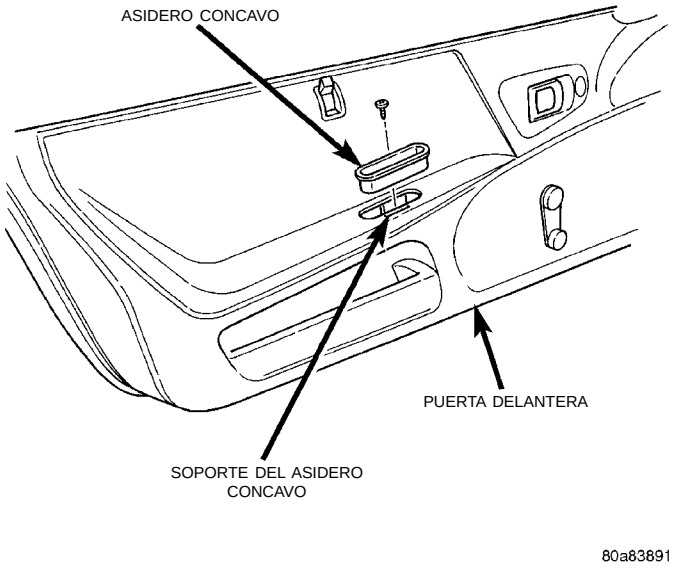
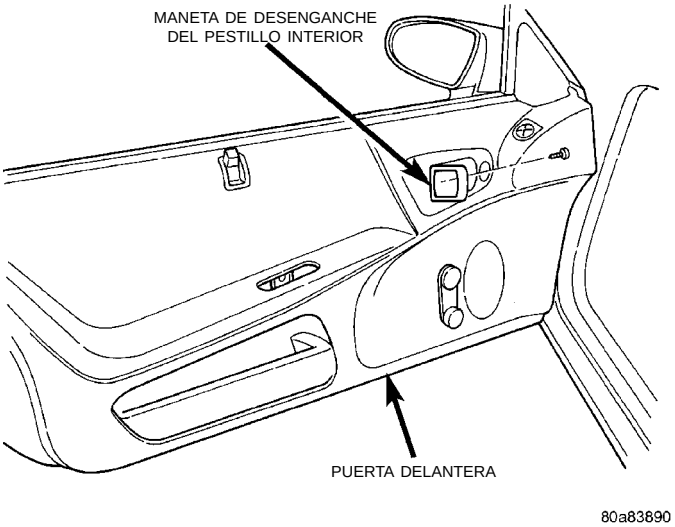
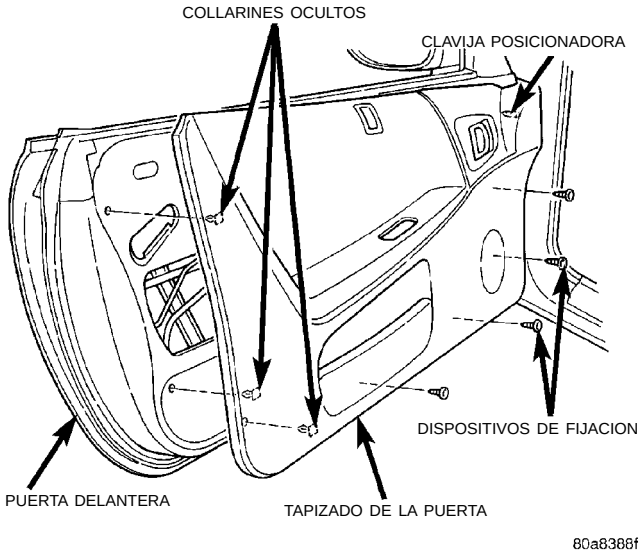

Fig. 5 Asidero cóncavo de la puerta delantera
Fig. 6 Tornillo de la maneta interior de la puerta
Fig. 7 Panel tapizado de la puerta
(1) Desenganche el pestillo de la puerta y abra la misma.
(2) Baje la ventanilla de la puerta.
(3) Retire los tornillos que se encuentran dentro del asidero cóncavo que sujetan el panel tapizado de la puerta al soporte (Fig. 5).
(4) Tire de la maneta interior de la puerta y sosténgala alejada del tapizado de la puerta.
(5) Retire el tornillo que sujeta el panel tapizado a la puerta por detrás de la maneta interior de la puerta (Fig. 6).
(6) Retire la manivela de la ventanilla, si está equipada.
(7) Desacople los collarines ocultos que sostienen el panel tapizado a la puerta, en el perímetro del panel tapizado (Fig. 7).
(8) Incline el panel tapizado hacia afuera para sacarlo de las espigas localizadoras en la parte posterior del panel tapizado.
(9) Desacople de la canaleta de retención en el burlete interior de la parte superior de la puerta, el panel tapizado, levantándolo y sacudiéndolo suavemente.
(10) Aleje el panel tapizado de la puerta y desenganche el collarín que sujeta la articulación del pestillo de la puerta a la parte de atrás de la maneta interior de la puerta.
(11) Separe la varilla del pestillo de la maneta.